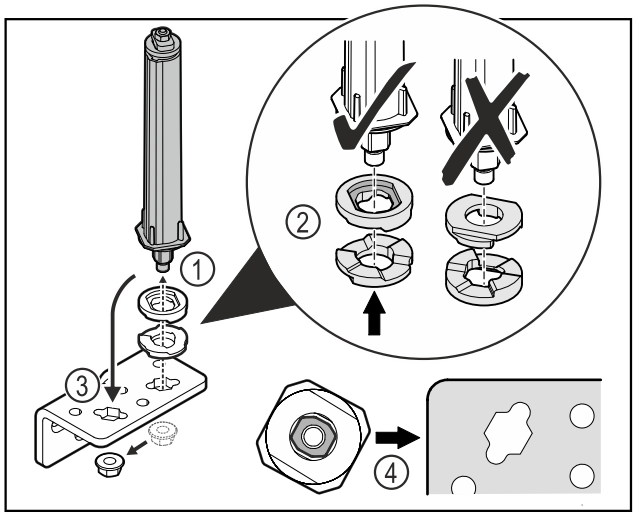

Fig. 33
▶ Loosen the nut and remove the door closing system *Fig. 33 (1)*.
▶ Observe the correct alignment of the height adjustment washers *Fig. 33 (2)*.
▶ Put the door closing system in the hinge and fix in place with the nut *Fig. 33 (3)*.
▶ Observe the correct alignment of the door closing system when doing so *Fig. 33 (4)*.